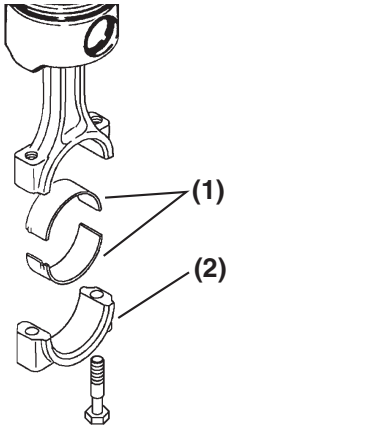

Figure 6-94
5. Reinstall the bearing inserts **(Figure 6-94, (1))** in the connecting rod and cap.
7. Apply a light coat of clean engine oil to the rod cap bolts. Reinstall the connecting rod cap **(Figure 6-94, (2))**. Tighten the connecting rod bolts to the specified torque in two stages (1/2 then full torque). *See Special Torque Chart on page 6-14.*